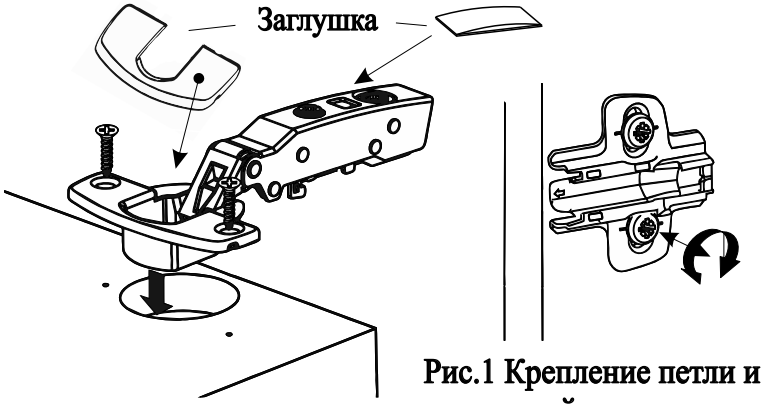

Рис.1 Крепление петли и монтажной планки
1) Прикрепить ответную планку петли к боковине. Для этого в монтажной планке предустановлены винты. Рис.1
2) Петлю прикрепить на плоскость двери при помощи шурупов 3,5х16мм. рис.1
6) Установить заглушки как указано на рис.1